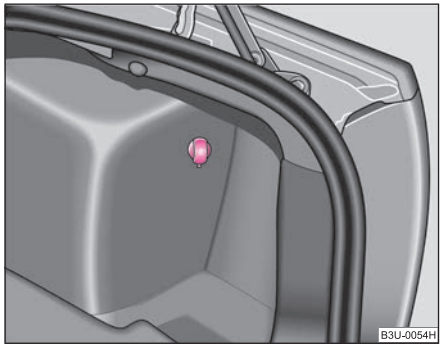

Fig. 93 Luggage compartment: Power socket
– Open the cover of the power socket ⇒ fig. 93.